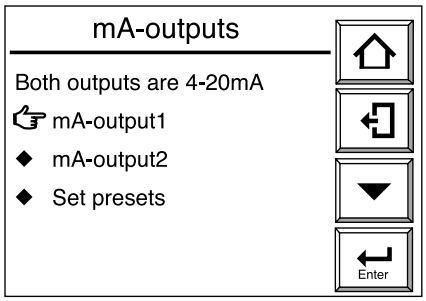

Figura 7.9 Impostazione "mA-output"
(1) Selezionare Setup nel display Esecuzione/Configurazione.
(2) Nel display Commissioning (Configurazione), selezionare "mA-output setup" (Configurazione uscita mA); Viene visualizzato il display illustrato nella figura 7.9.